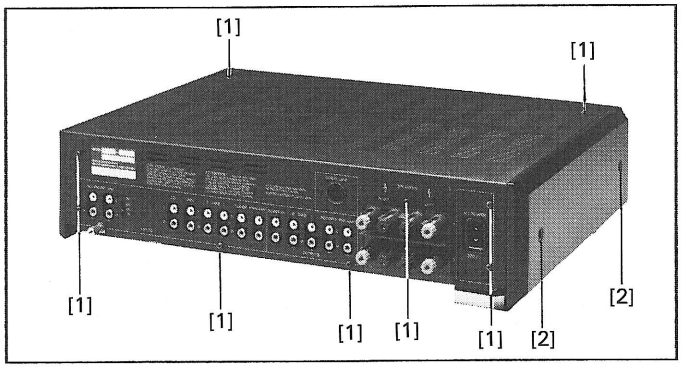

Fig.2.1
- Retirer 9 vis (1) à l'avant et à l'arrière (Fig.2.1).
- Desserrer chaque fois 2 vis (2) (Fig.2.1.).